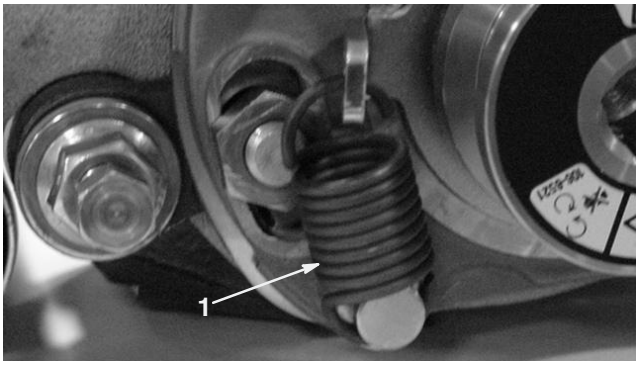

Figure 22
39. Rotate the idler pulley until shift lever spring can be hooked into the hole in the pulley bracket and onto the stud as shown in figure 22.